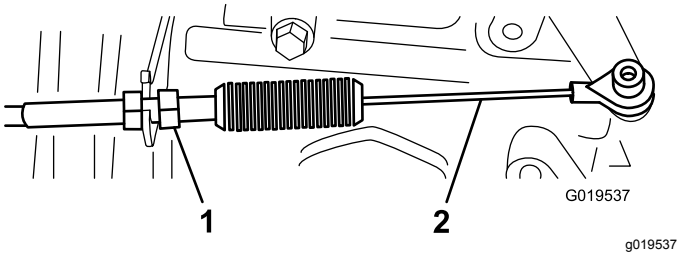
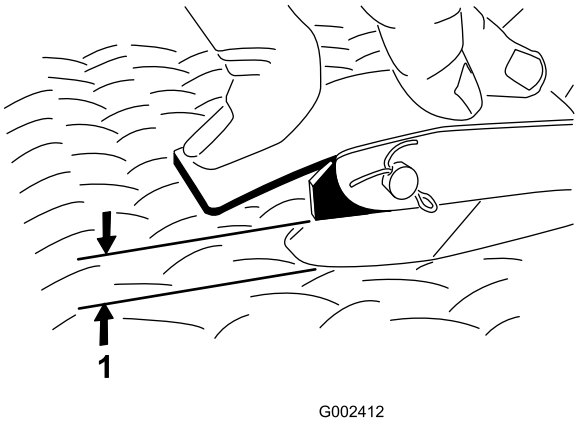

Figur 66
Figur 67
2. Juster kugleleddet på gaspedalkablet (Figur 66), så der er en afstand på 2,54-6,35 mm mellem gaspedalen og toppen af gulvpladens diamantmønster (Figur 67), når du påfører en kraft på 11,3 kg midt på pedalen.
3. Tilspænd låsemøtrikken (Figur 66).